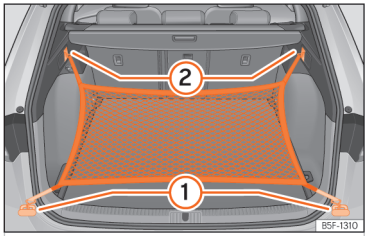

Abb. 196 Im Gepäckraum: Ösen ① und Haken ② zum Einhängen des Gepäcknetzes.
- Hängen Sie die kurzen Haken des Netzes in die Verzurrösen ein ››› (Abb. 196) ① ››› ⚠. Der Reißverschluss des Gepäcknetzes muss dabei nach oben zeigen.
- Befestigen Sie die Spanngurte in den Taschenhaken ②.